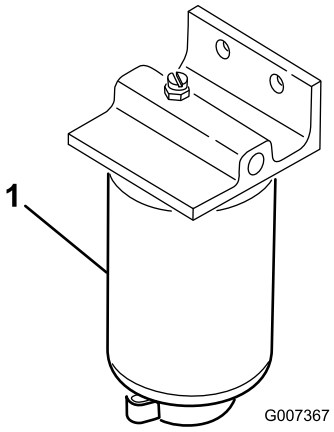

Figuur 52
Verwijder dagelijks het water of ander vuil uit de waterafscheider (Figuur 52).
2. Draai de aftapplug onder de filterbus los (Figuur 52).